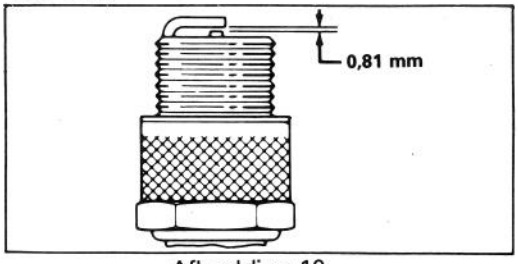

Afbeelding 10
3. Zet de luchtopening op 0,81 mm (Afb. 10). Installeer de bougie en pakkingszegel correct en draai de bougie stevig vast tot 13,6 N-m.